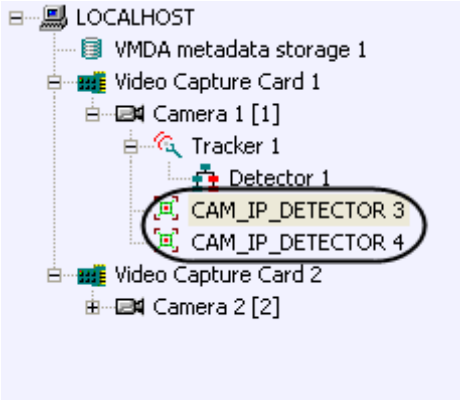

Figure 8.4-78 Build-in detectors creation
2. In result the created objects will be displayed in the objects tree together with build-in detectors (Figure 8.4-78).